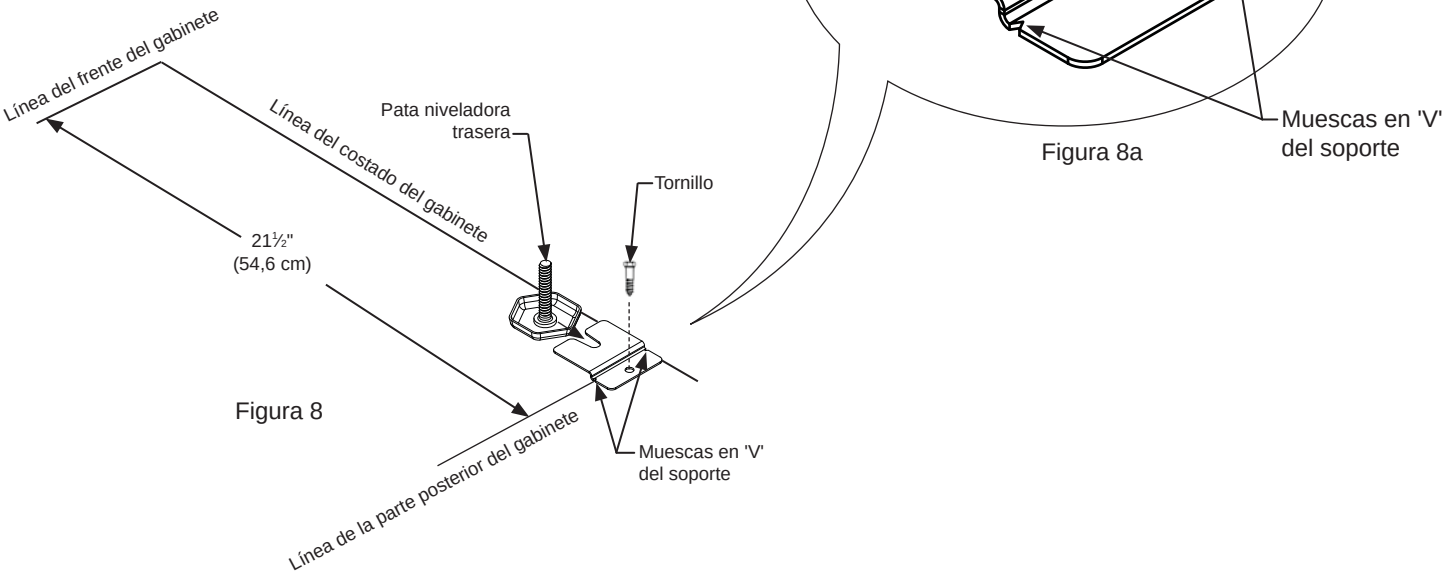

Figura 8
3) Asegúrese de que el refrigerador esté en la ubicación deseada, y luego marque en el piso la esquina trasera del gabinete en la que se va a instalar el soporte antivuelco. Si la instalación no permite la marcación de la esquina trasera del gabinete, haga líneas provisorias en el piso que marquen la esquina delantera del gabinete, excluida la gaveta. Deslice el refrigerador fuera de su posición. Desde la línea provisoria, extienda la línea de la pared lateral hacia atrás 21 ½" (54,6 cm), como se muestra en la Figura 8.
5) Sujete el soporte antivuelco al piso mediante el tornillo suministrado (vea la Figura 8).